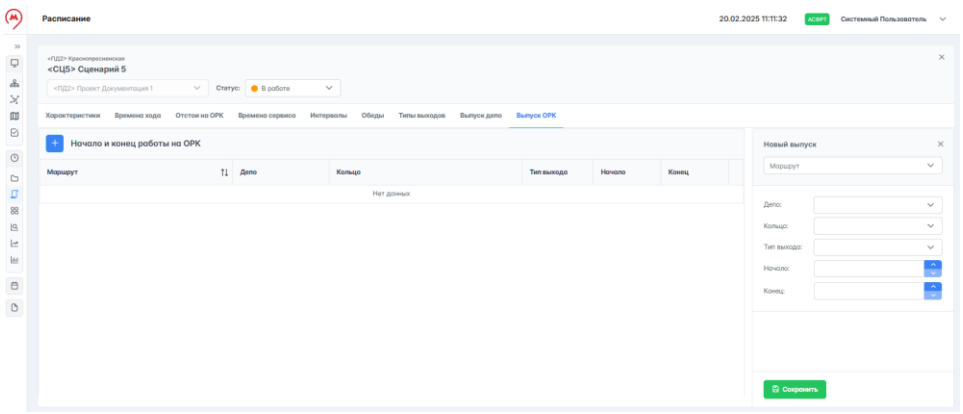

Рисунок 178 – Добавление записей в таблицу
1. Нажать на  слева от наименования таблицы, справа откроется окно "Новый выпуск" (рисунок 178).